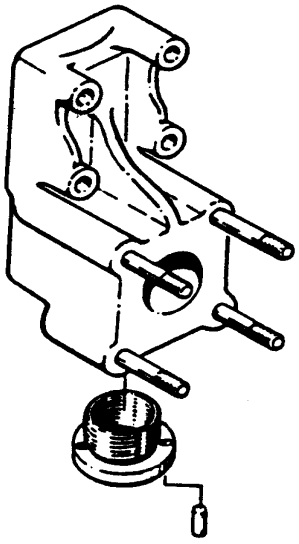

Figure 3. Magnetic Plug Scavenge Outlet Body Insert Location
(1) Using 6799863 jig–drill and driver (figure 4), drill out the insert pin or pins (figure 3) and remove insert.